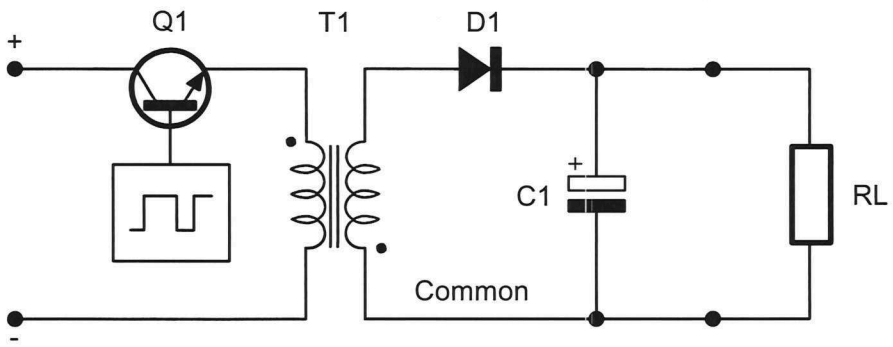

Figure 2
Questions 16 to 19 refer to the circuit in Figure 2 below
18. Show on Figure 2 the currents around the circuit when the switching transistor is turned on. Assume the circuit has been running for at least one complete cycle of the pulse train.
19. Use a different coloured pen to show on Figure 2 the currents around the circuit when the switching transistor is turned off.